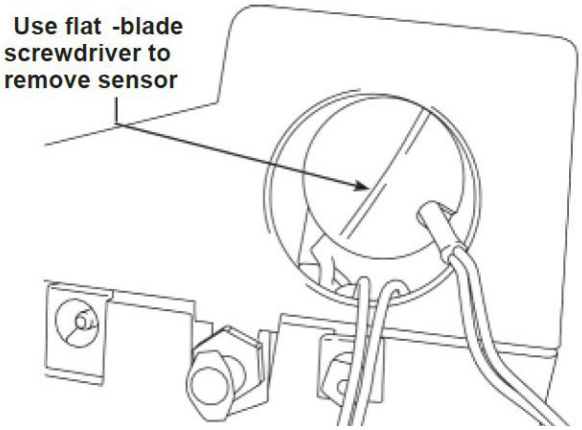

fig. 006 Air sensor detail
3. Move the cap and harness aside. Hold the lead from the sensor, and use a flat-blade screwdriver to unthread and remove the oxygen sensor. See fig. 006 “Air sensor detail”.